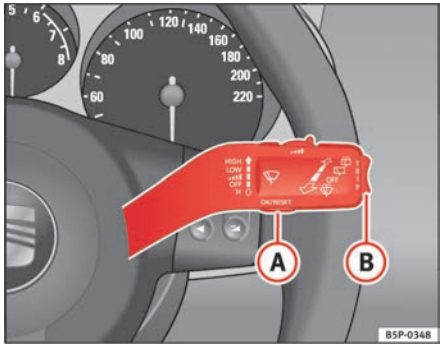

Fig. 41 Windscreen wiper and windscreen wash lever: button A and rocker switch B
You can switch between the following displays in the multi-function display (MFD) by operating the rocker switch ⇒ fig. 41 (B) on the windscreen wiper lever.